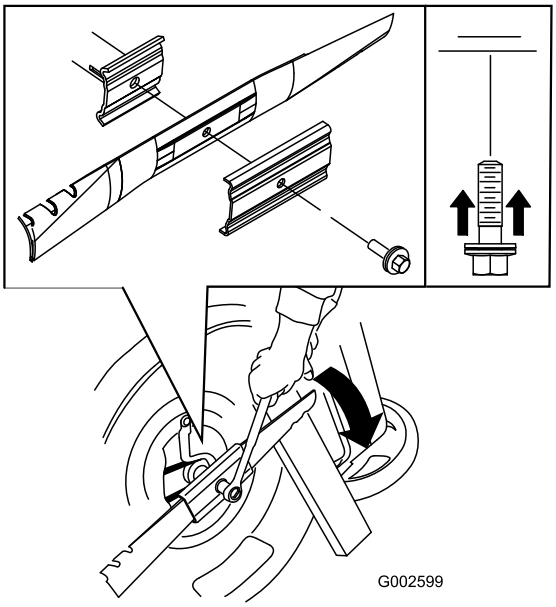

Figure 23
5. Montez la lame neuve (tournez le boulon de fixation dans le sens horaire) ainsi que toutes les fixations (Figure 23).